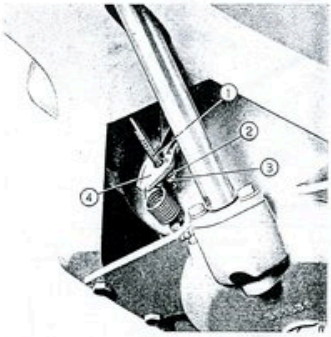

Fig. 181 - Registrazione della frizione (trattrice vista dal basso).
Verificare che il pedale di comando abbia una corsa a vuoto di circa **10 ÷ 15 mm.** Ripristinare tale giuoco, se necessario agendo sul dado (2) e controdado (3) posti all'estremità anteriore del tirante di comando (1) (fig. 181).